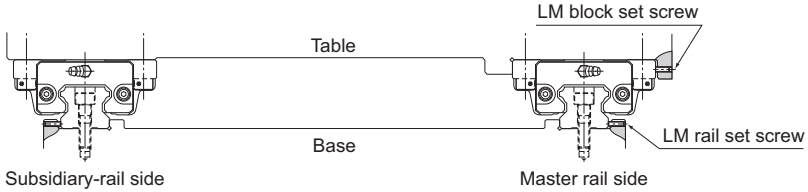

Fig.5 When an Impact Load is Applied to the Machine
(1) Gently place the table on the LM blocks and temporarily fasten the mounting bolts.
(2) Press the master side LM blocks to the side reference surface of the table using set screws and position the table. (See Fig.5 on B1-91.)
(3) Fully fasten the mounting bolts on the master side and the subsidiary side to complete the installation.